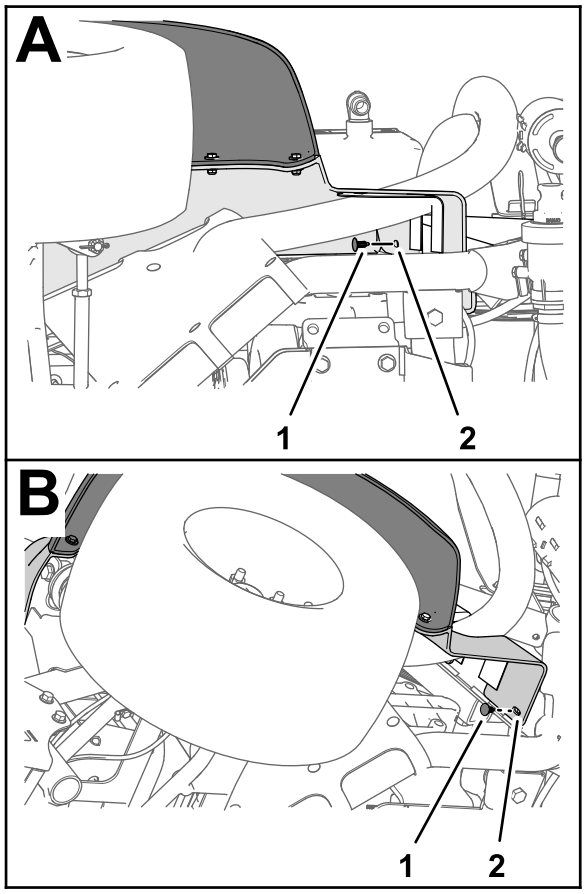

Figur 218
5. Fastgør skærmen til stelkanalen med de 2 skubbefastgørelsesanordninger (Figur 218).